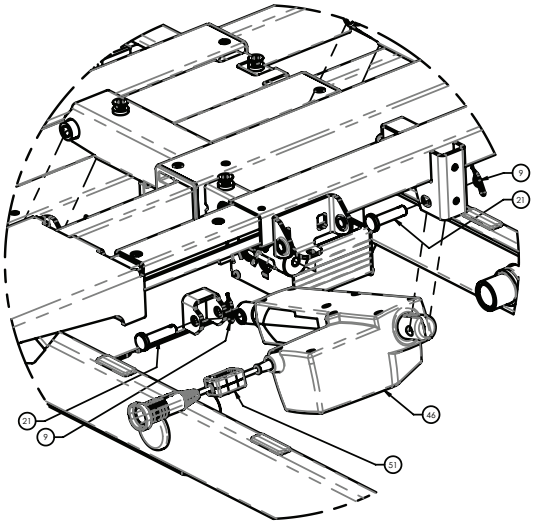

Figure 30 – Remplacement de l'actionneur du relève-jambes
7. À l'aide d'un petit tournevis plat, débloquer le raccord rapide du câble d'alimentation/capteur (51) et déconnecter le câble de l'actionneur (46) (Figure 30). Lors de la reconnexion des câbles, insérer complètement et verrouiller la bague de retenue du connecteur rapide du câble.
8. À l'aide d'une pince à becs fins, retirer les deux clips de retenue de goupille bêta (9) des axes à épaulement (21) qui fixent l'actionneur (46) à l'ensemble soudé du plan de couchage et à l'ensemble soudé du relève-buste (Figure 30).
9. Tout en soutenant l'actionneur (46) d'une main, retirer l'axe à épaulement du côté tête (21) et l'axe à épaulement du côté pieds (21), puis abaisser l'actionneur (Figure 30).